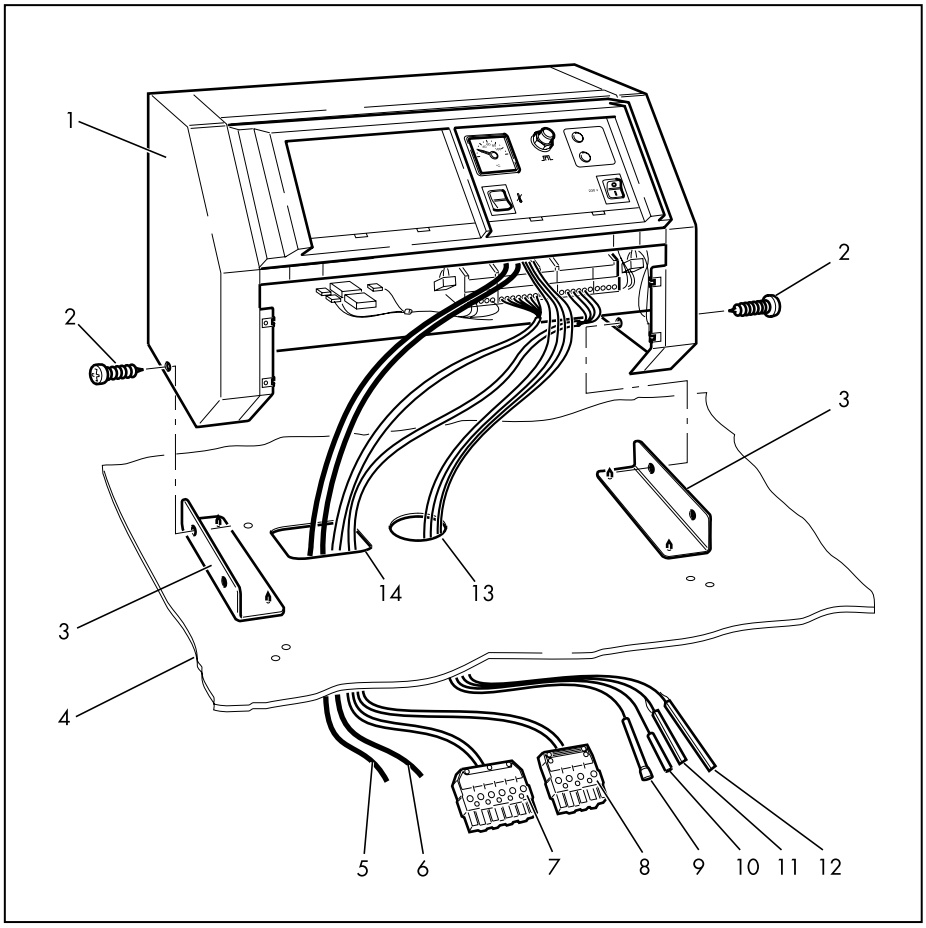

Рис. 2 Крепление пульта управления.
- круглый длинный электрический датчик температуры котла (поз. 10 Рис. 2)
- трехгранный короткий датчик внутреннего термостата (поз. 11 Рис. 2)
- трехгранный длинный датчик теплового предохранителя STB (поз. 12 Рис. 2).
Сетевой кабель (поз. 5) и присоединительный кабель отопительного насоса (поз. 6 Рис. 2) вывести сзади за облицовку котла.
Присоединительные кабели 1-й ступени (поз. 7) и 2-й ступени (поз. 8 Рис. 2) под облицовкой котла вывести вперед.